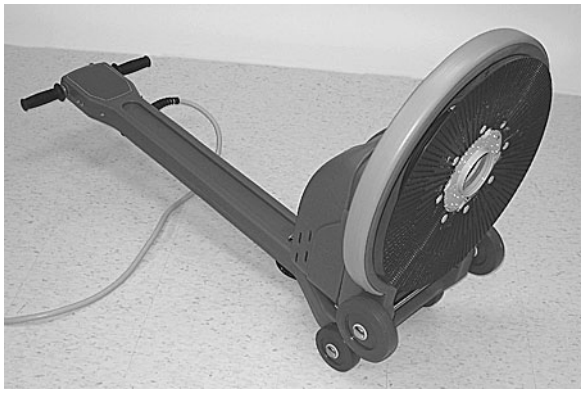

FIG. 1
2. Tirez le levier de déblocage de la poignée et soulevez la poignée en position verticale. Basculez délicatement la machine vers l'arrière et posez la poignée sur le sol (Figure 1).